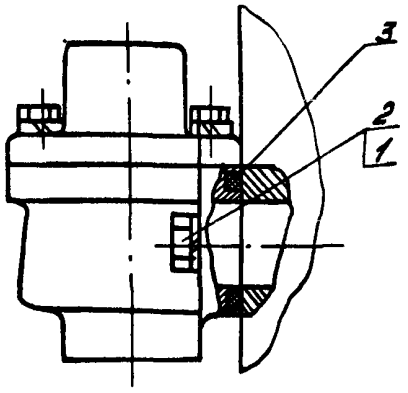

Рис.28. Узел крепления обратного клапана (см.рис.3,узел У):
27.2. Вывинтить болты I (рис.28), снять обратный клапан.
28.8. Установить обратный клапан на дутьевой клапан, ввинтить болты I (см.рис.28).